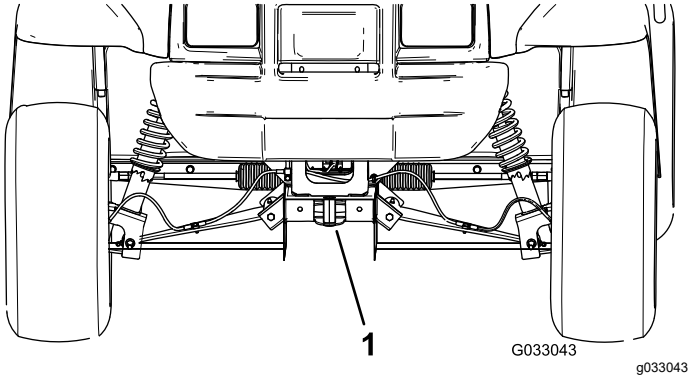
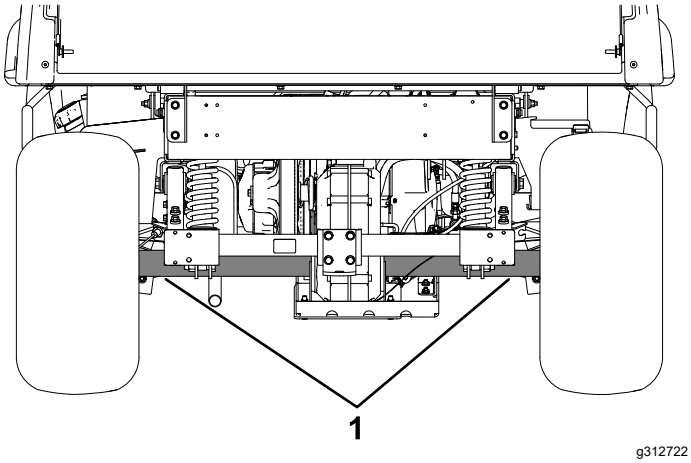

Figur 17
Figur 18
Se Figur 17 og Figur 18 for bindepunkternes placering på maskinen.
2. Sæt et bugsertov fast på trækstangen forrest på maskinstellet (Figur 17).